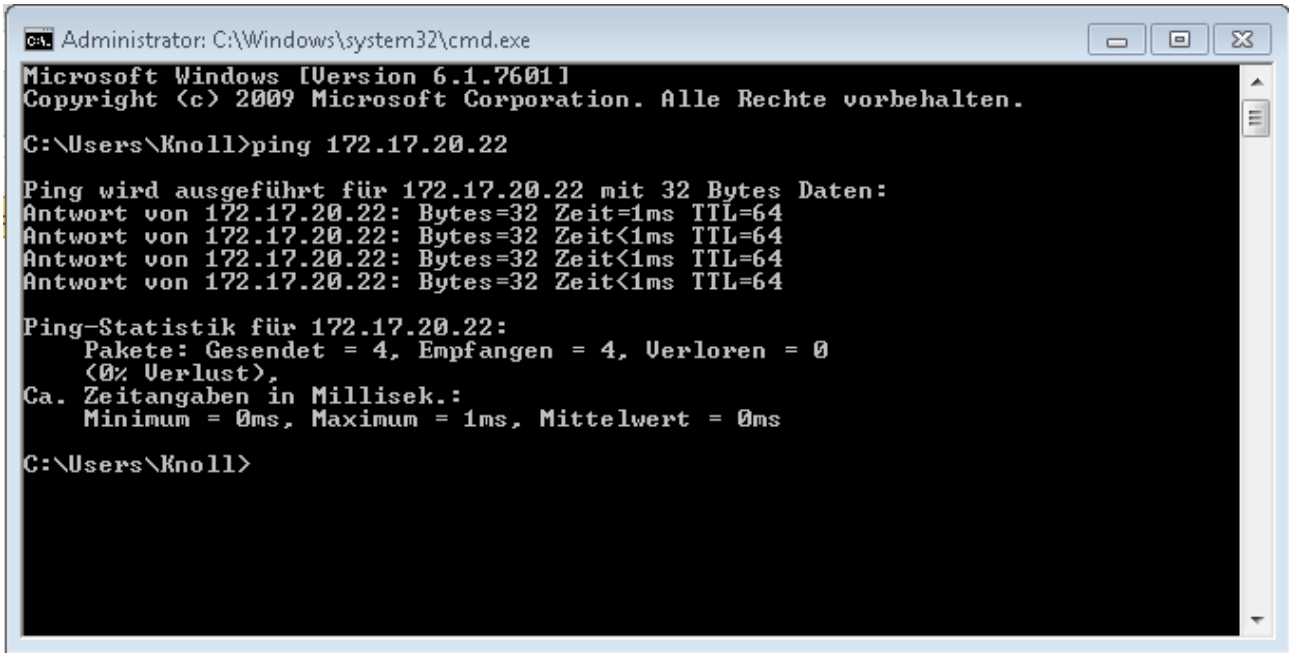

Fig. 14: Ejemplo de entrada del comando ping
▶ Si la interfaz Ethernet está configurada y conectada correctamente, al cabo de un tiempo muy breve se reciben cuatro respuestas procedentes de la interfaz. Véase Fig. 14.